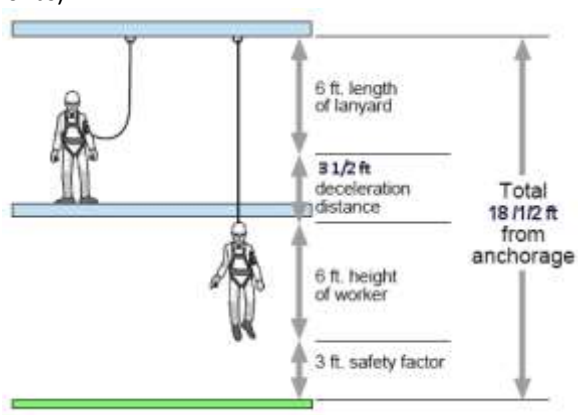

Figure 2
c. The maximum capacity of the pre-engineered horizontal lifeline is two (2) persons. The maximum weight of each person, including tools and clothing is 141 Kg (310 lbs).
7. **Free Fall** (Figure 2)